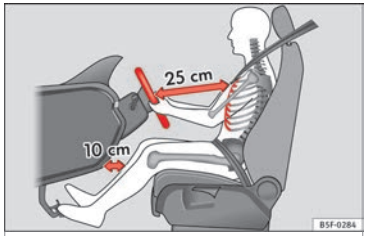

Fig. 83 Distancia correcta entre el conductor y el volante.
– Ajuste el volante de modo que quede una distancia mínima de 25 cm entre el volante y el tórax ››› **fig. 83**.
- **Coloque el asiento del conductor de forma que quede una distancia mínima de 25 cm entre el tórax y el centro del volante ››› fig. 83. Si la distancia es inferior a los 25 cm, el sistema de airbags no puede protegerle correctamente.**